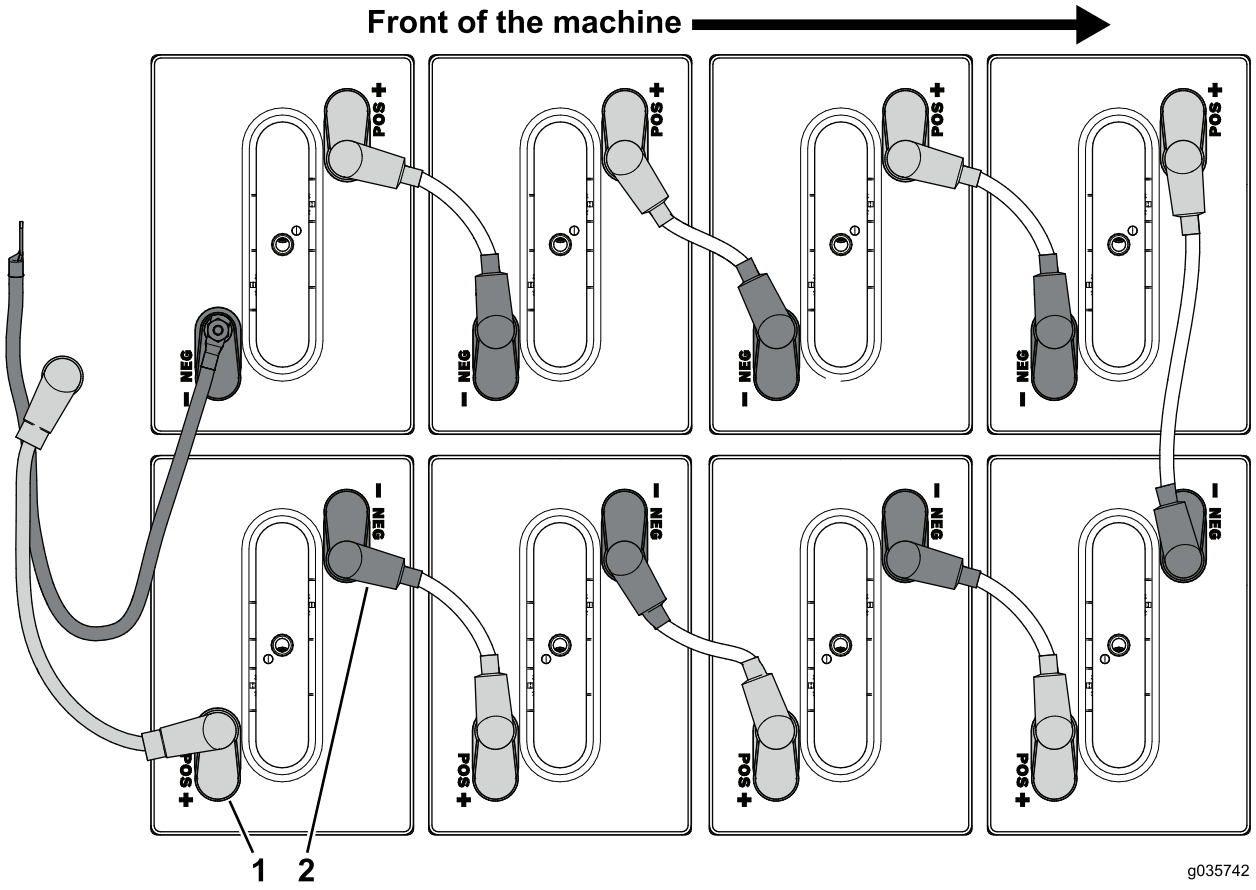

Figuur 98
4. Sluit de accukabels die aangesloten zijn op de pluspool (+) aan op de accu's in de voorste accubak (Figuur 98).
5. Koppel de accukabels op de minpool (–) aan op de accu's in de voorste accubak (Figuur 98).